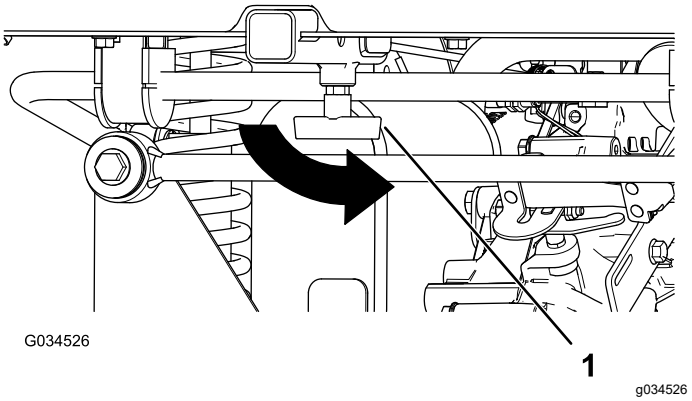

Bild 20
4. Drehen Sie den T-Bügel nach links, um ihn anzuziehen (Bild 20).